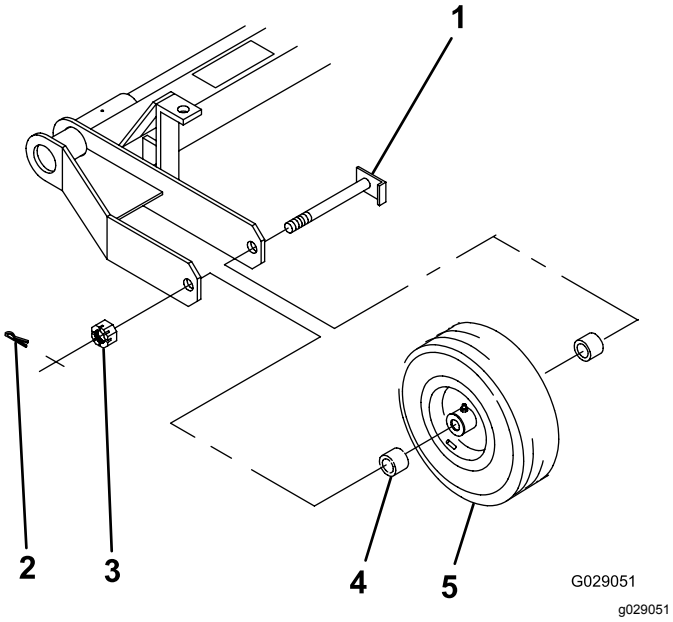

Figur 3
1. Placer hjulsamlingen og 2 afstandsbøsninger (1 på hver side af hjulnavet) mellem stellet som vist i Figur 3.
2. Før akslen gennem stellet, afstandsbøsningerne og hjulet (Figur 3).
3. Skru møtrikken med udskæring på akslen (Figur 3), og brug en nøgle til at tilspænde den til et moment på 8 til 20 Nm.
7. Sæt splitten i (Figur 3).